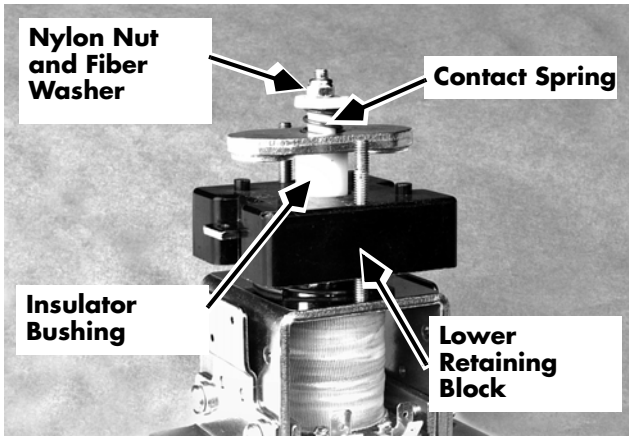

Figure 7-131: Contactor (movable tip assembly)
6. Remove the nut on top of the core and the rod assembly shaft. See Figure 7-131 on page 7-149.
1. Install the new insulator bushing over the core and rod assembly shaft. See Figure 7-131.